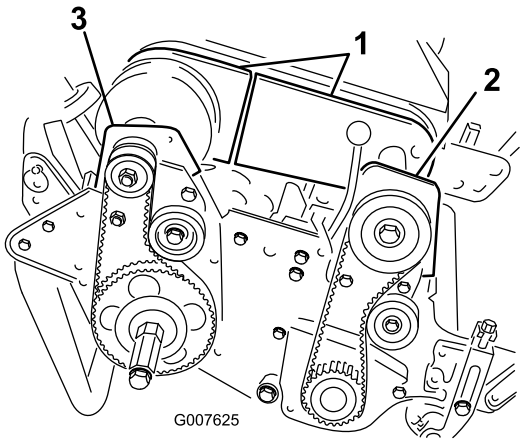

Figur 35
4. Ta bort de bultar som håller fast den främre och bakre delen av differentialkåpan på differentialhuset, och skjut bort kåpdelarna så att remmen syns (Figur 35).
6. Ta bort de två bultarna och låsmuttrarna som håller fast det främre kopplingshuset på sidoplåten (Figur 35).
8. Ta bort de två bultar och låsmuttrar som håller fast det högra lagerhuset på sidoplåten (Figur 35).